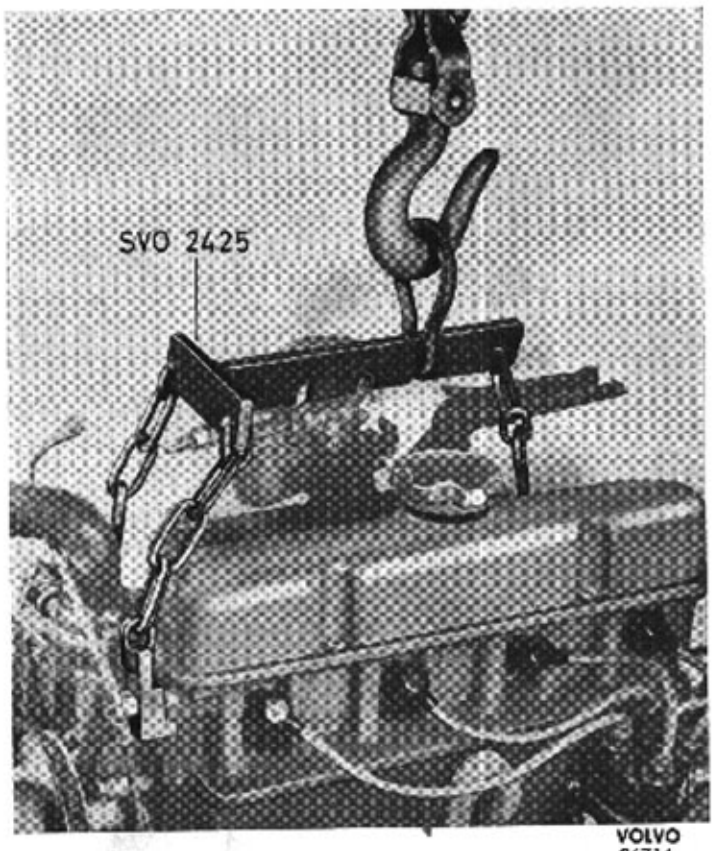

Bild 20-4. Demontering av motor
5. Anbringa lyftverktyget SVO 2425 enligt bild 20-4. Öglan sätts i bakre urtaget när motor och växellåda lyfts ur samtidigt.